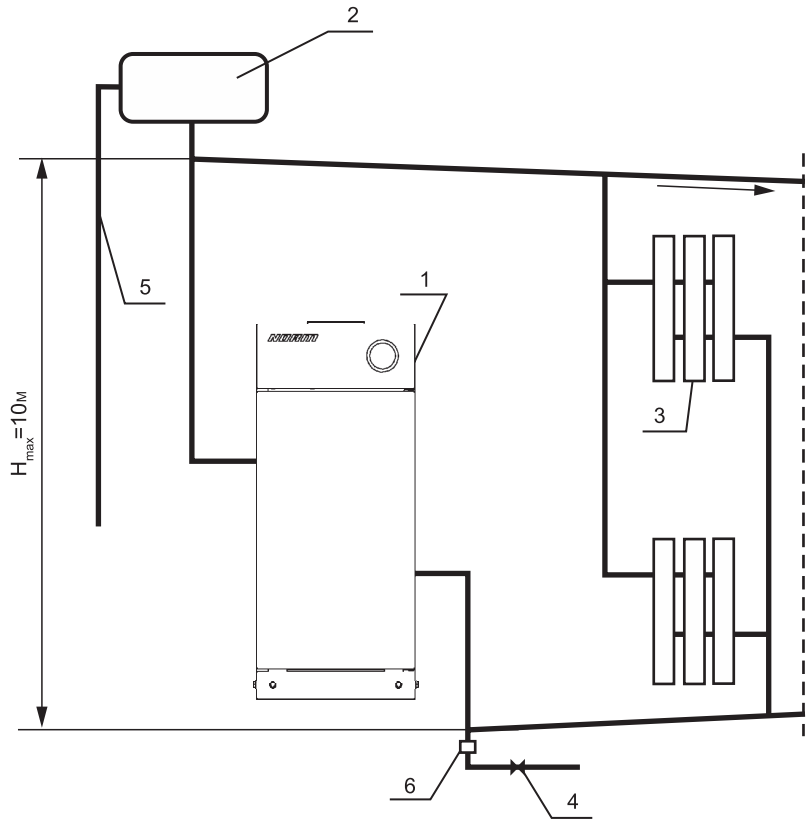

Рис. 2.
6.7. Расширительный бачок устанавливается в верхней точке главного стояка, желательно в отапливаемом помещении. Запрещается устанавливать вентиль на сигнальной трубе (см. рис. 2, 3).